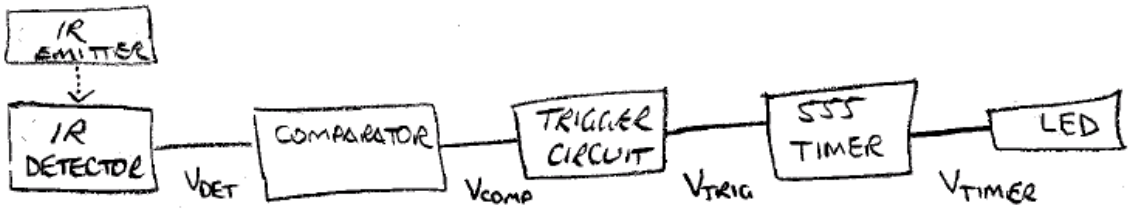

Figure 6. Diagram of test circuit used to test trigger.
Figure 6 shows a block diagram of the circuit used to test the trigger circuit. The infrared (IR) emitter is an IR light-emitting diode (LED) oriented toward the IR detector. The IR detector is an IR phototransistor oriented toward the IR emitter. The IR emitter and IR detector are separated by a distance of approximately one inch. When nothing obstructs the emitter from the detector, the output voltage of the detector V_{DET} is approximately +4V. The comparator compares V_{DET} to a threshold voltage. When the detector voltage falls below the threshold voltage, the output of the comparator V_{COMP} is approximately 0V (measured to be 0.174V). When the detector voltage rises above the threshold voltage, the output of the comparator V_{COMP} is +5V. The falling edge of the comparator voltage V_{COMP} causes the trigger circuit to trigger the 555 timer as described earlier.